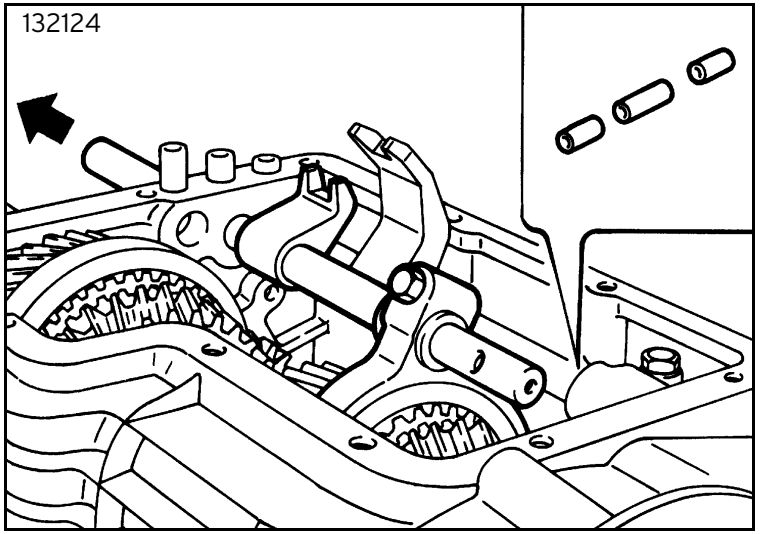

Fig. 24
- take out the II/III control rod with its ratchet and fork (figure 24);